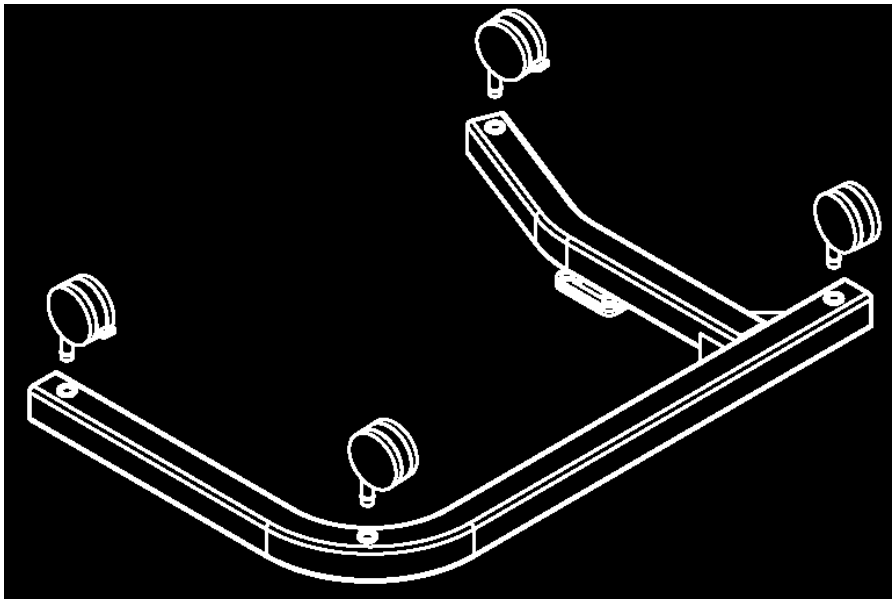

Figure 2 Snap Casters into the Base
1) Snap the four casters into the base as shown in Figure 2.